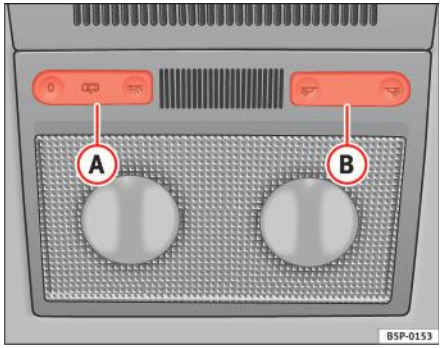
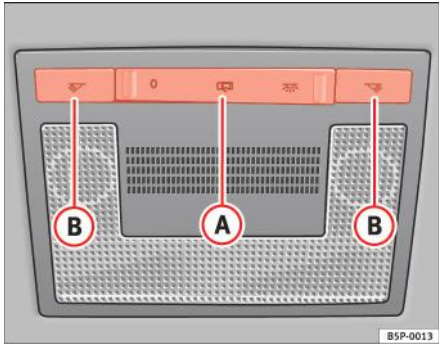

Fig. 79 Capitonajul plafonului: lămpile de lectură din față, tip 1
Fig. 80 Capitonajul plafonului: lămpile de lectură din față, tip 2
Apăsați butonul corespunzător ⇒ fig. 79 (B) şi ⇒ fig. 80 (B) pentru a activa lampa de lectură.